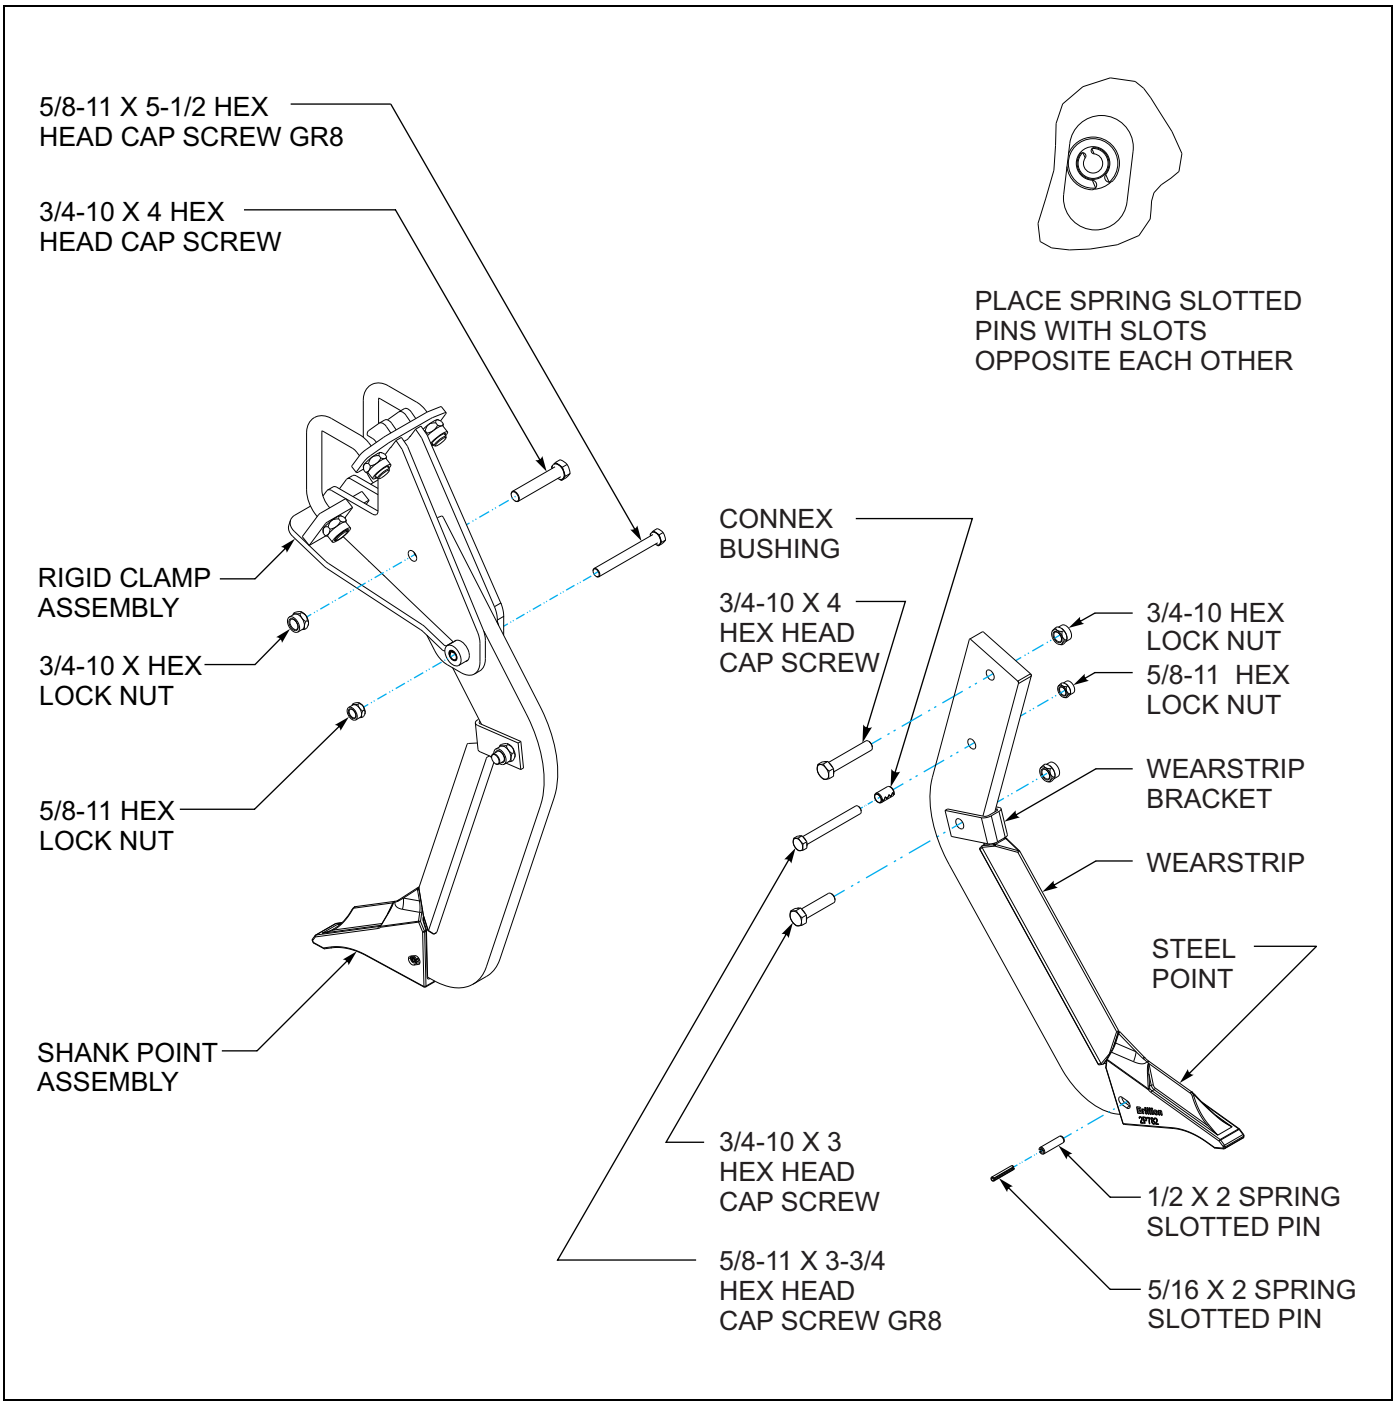

Figure 3-5: RSB Clamp and Straight Leg Shank Assembly
2. Attach wearstrip to straight leg shank using wearstrip bracket, 3/4-10 x 3 hex head cap screw, and 3/4-10 hex lock nut **(See Figures 3-5 thru 3-7.)**